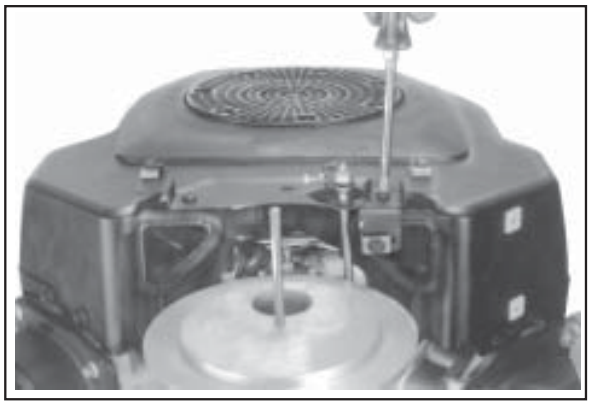

Figure 11-75. Installing Control Panel.
7. Secure the control panel to the blower housing with the two screws (Models without a Heavy-Duty Air Cleaner). See Figure 11-75.